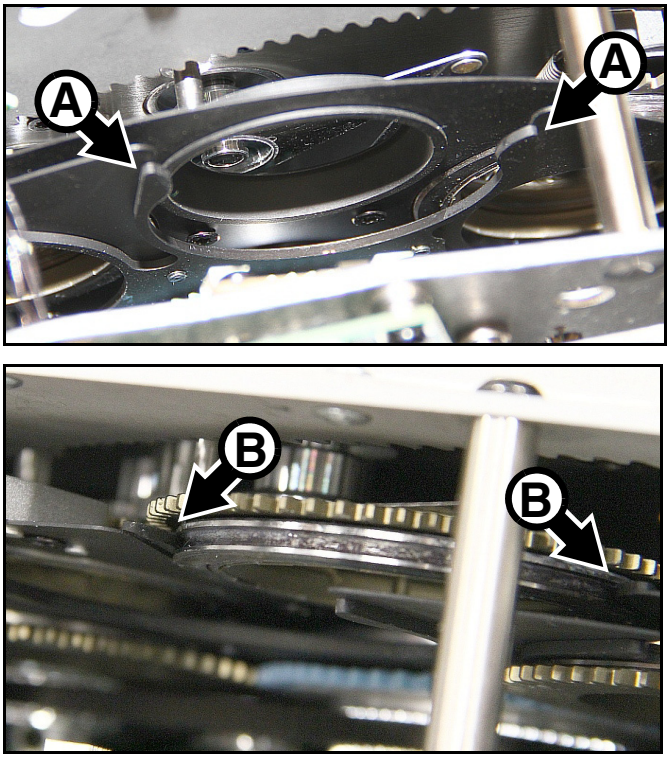

Bild 13: Haltefedern des Goborads und äußere Ringnut des Gobohalters
Siehe Bild 13. Beide Goboräder verfügen über Haltfedern zur Aufnahme der Gobohalter. Beide Haltefedern A müssen bei Installation eines Gobohalters in die äußere Ringnut B des Gobohalters greifen.
5. Der Gobohalter wird mit zwei Haltefedern im Goborad gehalten (siehe Bild 13 auf Seite 22). Achten Sie bei Installation eines Gobohalters darauf, dass beide Haltefedern in die äußere Ringnut des Gobohalters greifen.
5. Der Gobohalter wird mit zwei Haltefedern im Goborad gehalten (siehe Bild 13 auf Seite 22). Achten Sie bei Installation darauf, dass beide Haltefedern in die äußere Ringnut des Gobohalters greifen.